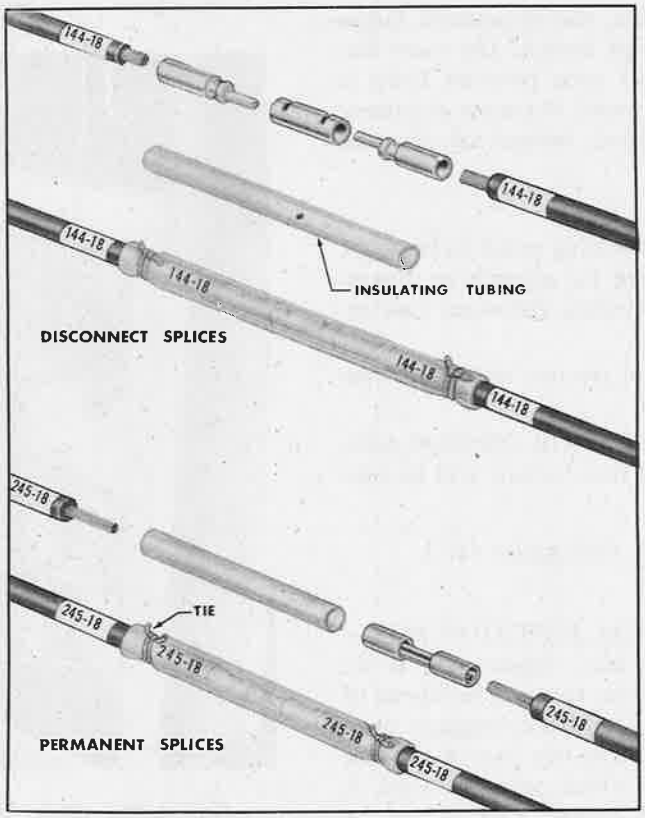

Figure 445–Splices
1. SPLICING. *(See figure 445.)*